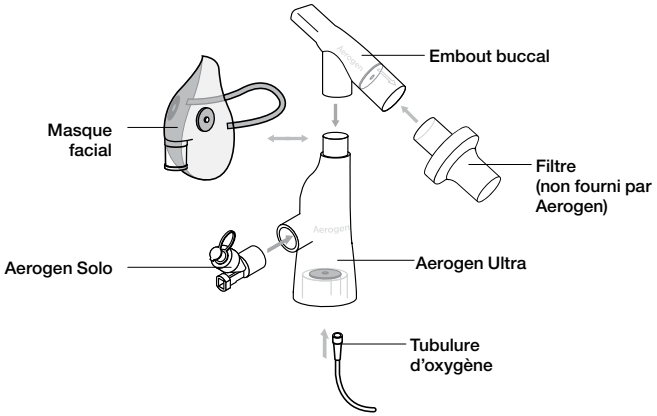

Figure 15. Assemblage de l'Aerogen Ultra
A. Insérez fermement le nébuliseur Aerogen Solo dans l'Aerogen Ultra, dans le sens indiqué sur la Figure 15.